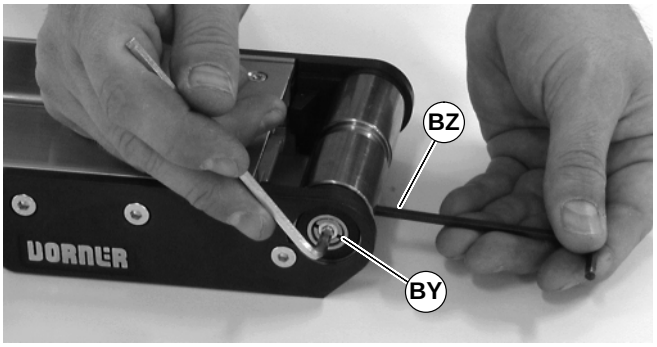

Abbildung 55
3. Zu beiden Seiten der Spannrolle mit einem 4 mm Innensechskantschlüssel die konische Schraube (BY siehe Abbildung 55) mit 4 Nm festziehen. Die Spannrolle mit dem zweiten Sechskantschlüssel (BZ), der in das Loch an der Spannrolle eingeführt wird, festhalten.